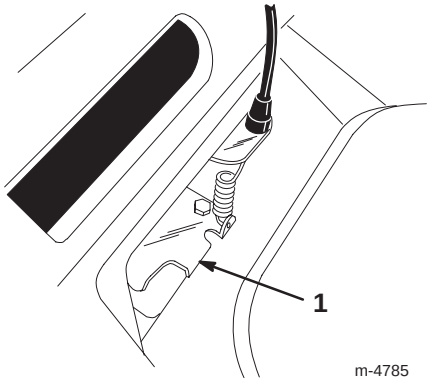

Bild 24
5. Ziehen Sie die Riemenführungsnase so weit nach unten, dass sie den Rasenmäher berührt. Halten Sie sie dann dort fest (Bild 24).